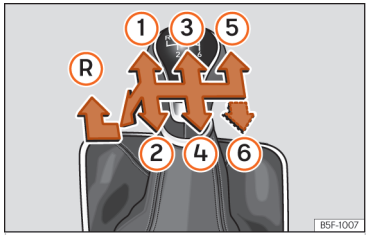

Abb. 84 Schaltschema bei einem 5-Gang bzw. 6-Gang Schaltgetriebe
Auf dem Schalthebel sind die Positionen der einzelnen Fahrgänge dargestellt ›››(Abb. 84).
- Schalthebel in die Neutralstellung bringen und nach unten drücken. Schalthebel ganz nach links und dann nach vorn in die Rückwärtsgangposition schieben ››› (Abb. 84) Ⓡ.